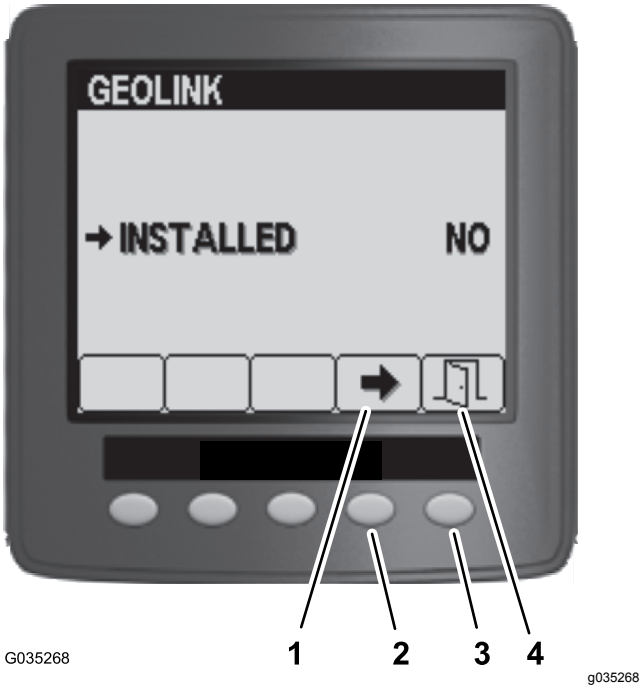

**Рисунок 102**
5. В меню GeoLink Нажмите кнопку 4, чтобы выбрать вариант No (Нет), и нажмите кнопку 5, чтобы сохранить свои настройки и выйти из этого меню (Рисунок 102).